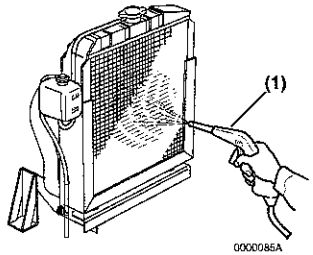

Figura 11
Il radiatore tipico mostrato in **Figura 11** è solo a scopo illustrativo.
- Eliminare sporcizia e polvere dalle alette e dal radiatore utilizzando aria compressa alla pressione di 28 psi (0,19 MPa, 2 kgf/cm²) o inferiore **(Figura 11, (1))**. Prestare attenzione a non danneggiare le alette con l'aria compressa.